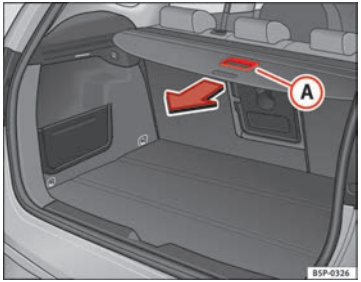

Abb. 125 Betätigung der Ablage
– Ziehen Sie Ablage am Griff (A) nach hinten, bis Sie ein „Klickgeräusch“ hören ⇒ Abb. 125.